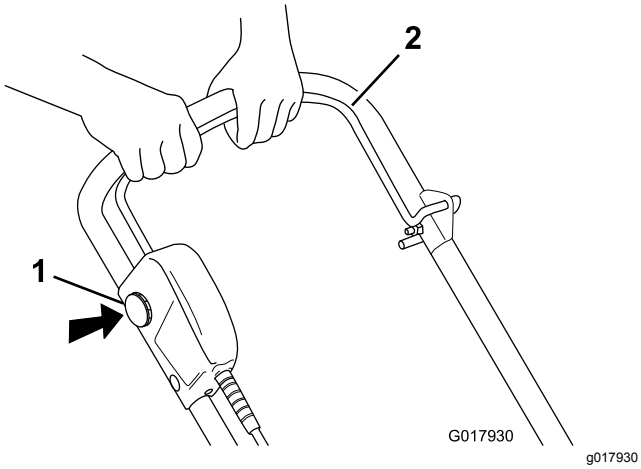

Рисунок 10
1. Чтобы запустить двигатель, вставьте ключ блокировки, нажмите и держите кнопку блокировки и прижмите планку управления питанием к рукоятке (Рисунок 10).